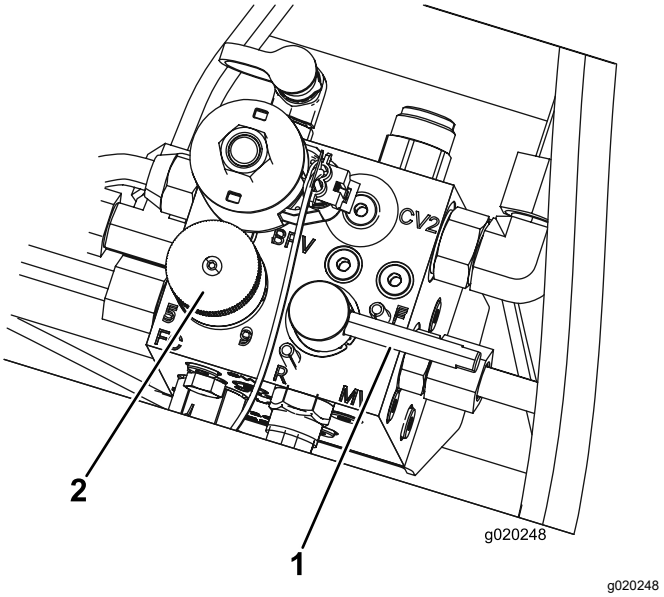

**Figur 80**
5. Ställ in cylinderns hastighetsreglage till läge 1 (Figur 80).
6. Flytta slipningsspaken till läge R (slipning) (Figur 80).